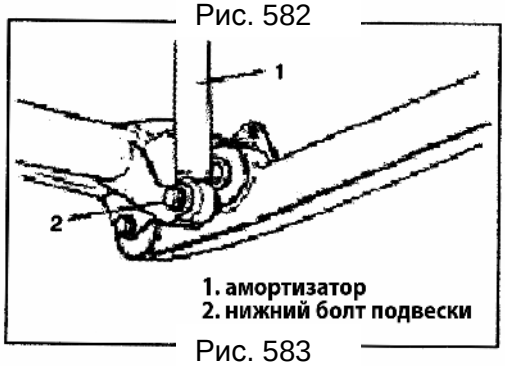

Рис. 583
3) Установите нижний болт и гайку амортизатора (Рис.583).